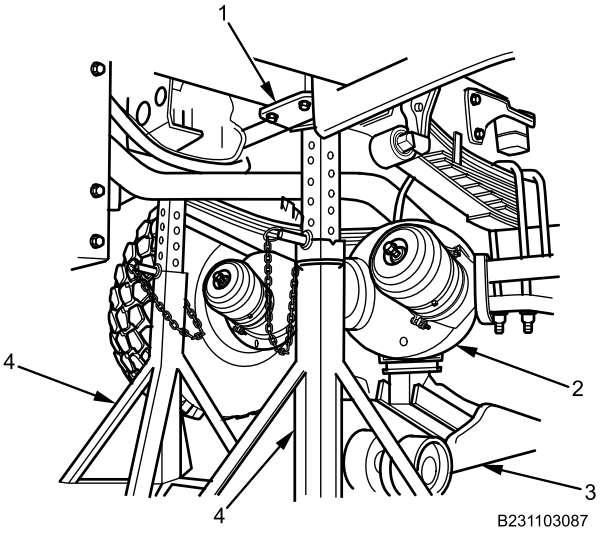

Figure 29. 10-Ton Vehicle Support Stand.
22. Using 20-ton floor jack (Figure 29, Item 3), lift vehicle from rear axle assembly (Figure 29, Item 2) until 10-ton vehicle support stands (Figure 29, Item 4) are not contacting frame rails (Figure 29, Item 1).
23. Remove 10-ton vehicle support stands (Figure 29, Item 4) from frame rails (Figure 29, Item 1).